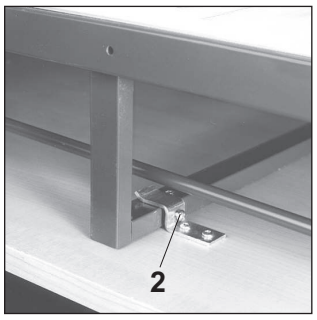

Fig. 12
- Screw the raised-head screws M4 x 12 mm ***2*** into the two upper front-panel brackets, ***Fig. 12***.